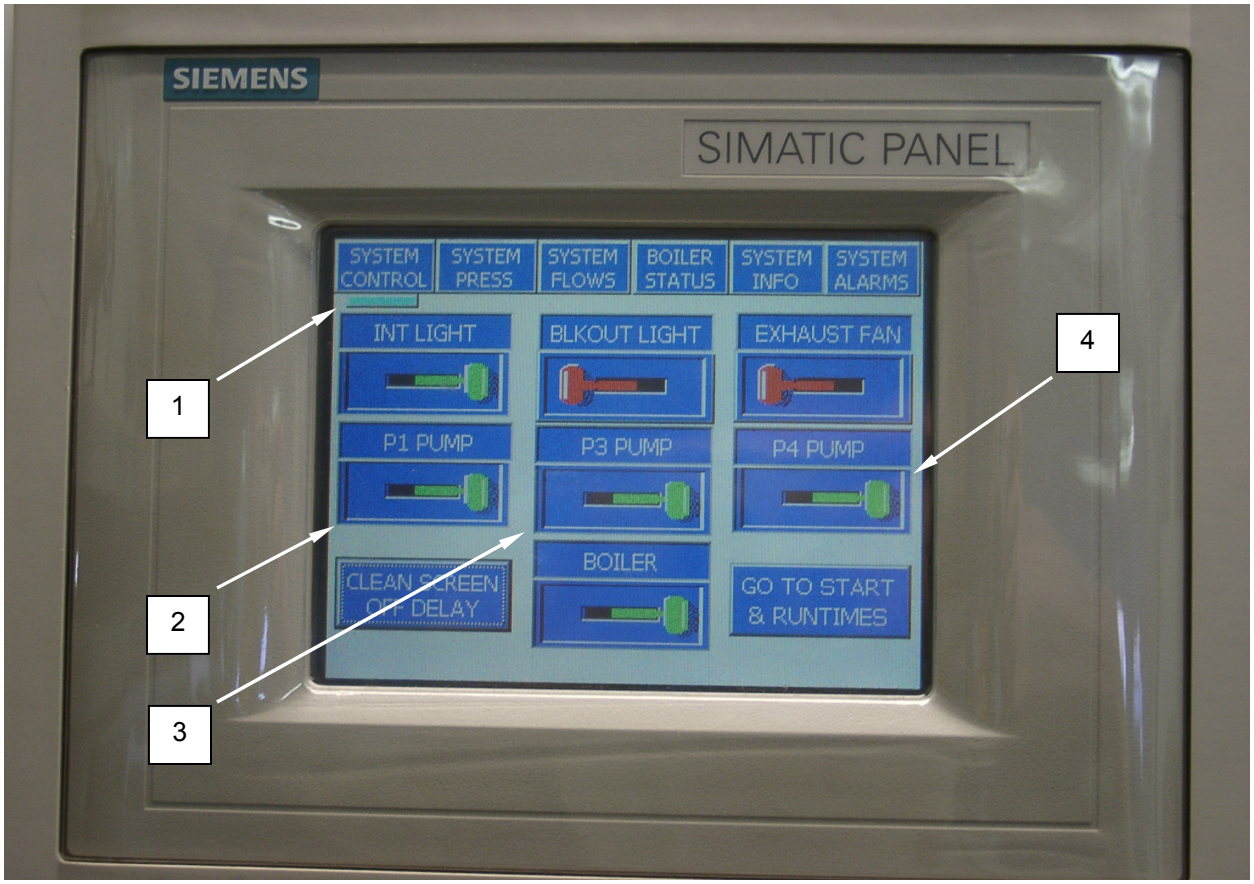

Figure 6. Operate the P-1, P-3, and P-4 Pumps.
1. Ensure the System Control **(Figure 6, Item 1)** screen is displayed.
2. Turn the P-1 PUMP **(Figure 6, Item 2)**, P-3 PUMP **(Figure 6, Item 3)**, and P-4 PUMP switches **(Figure 6, Item 4)** to the ON position. The switches will turn green when the switch is ON and red when the switch is OFF. Each pump may be switched ON and OFF individually, as desired.